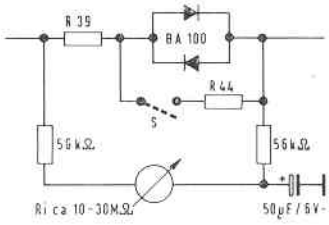

Bild 6 Anschluß des Röhrenvoltmeters
Hat man keinen Prüfsender zur Verfügung, genügt auch ein Rundfunksender. Man schließt ein Röhrenvoltmeter nach **Bild 6** an und stimmt das Gerät auf einen Sender ab mit ausgeschalteter Scharfabstimmung, wobei das Röhrenvoltmeter mit Nullpunkt in der Mitte die Spannung Null anzeigen muß. Dann schaltet man die automatische Scharfabstimmung ein. Es darf sich dabei die Nullspannung nicht ändern. Die Scharfabstimm-Automatik (AS) wird dann wieder abgeschaltet und das Gerät um + 2 V oder — 2 V verstimmt. Beim Einschalten der AS muß wieder etwa Null Volt erreicht werden. Theoretisch kann